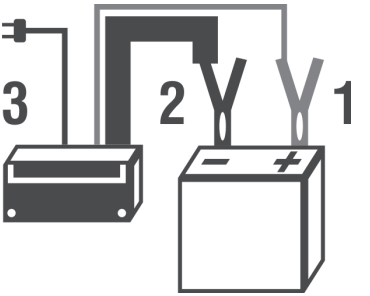

Fig. 3 – Secuencia para conectar el cargador en la batería
13. *Desconecte la garra roja del polo positivo de la batería (posición 1, Fig. 3);*